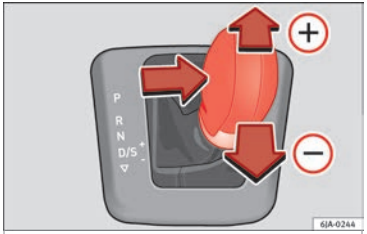

Fig. 179 Selector lever: Tiptronic.
– Push the selector lever gently forwards (+) ››› Fig. 179.
– Push the selector lever gently backwards (-) ››› Fig. 179.